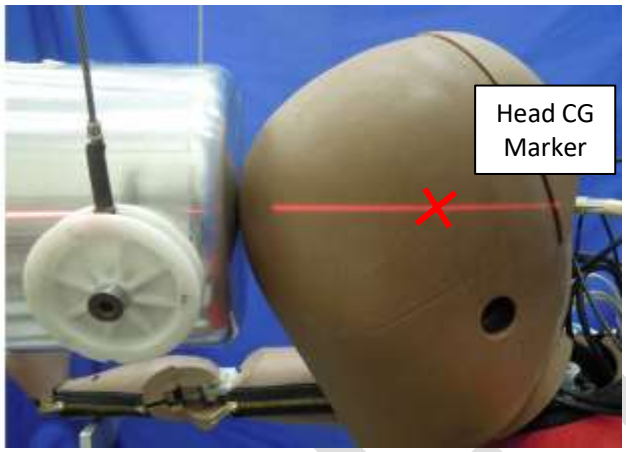

Figure 1-3. Vertical height set up during head impact test
1.5.7 Adjust the table height or impactor height so that the center of the impactor face is aligned with the head center of gravity as indicated by a notch on the side of the head skin. A removable pointer (threaded into the centerline of the pendulum with approximately 30mm protruding) or laser will aid this process (Figure 1-3). Remove the pointer tool when this step has been completed.